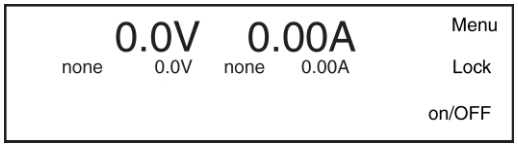

fig 7 - 1
- After switching on the unit, the right side of the display shows the texts 'Menu', 'Lock' and 'on/Off' (see fig. 7 - 1). Press the upper push button right from the text 'Menu' to enter the menu of the unit.
- The overview in fig. 7 - 2 shows the tree structure of the main menu. Not all items are already implemented in the present firmware package. Regularly check the Delta Elektronika website for new releases. The unit can be updated with the latest package via the web interface.